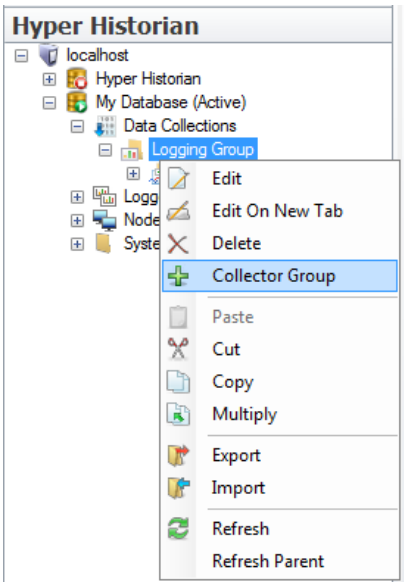

Figure L3.3 - Adding a Collector Group
1. Right-click on the new Logging Group and select **+ Collector Group**, as shown in Figure L3.3.